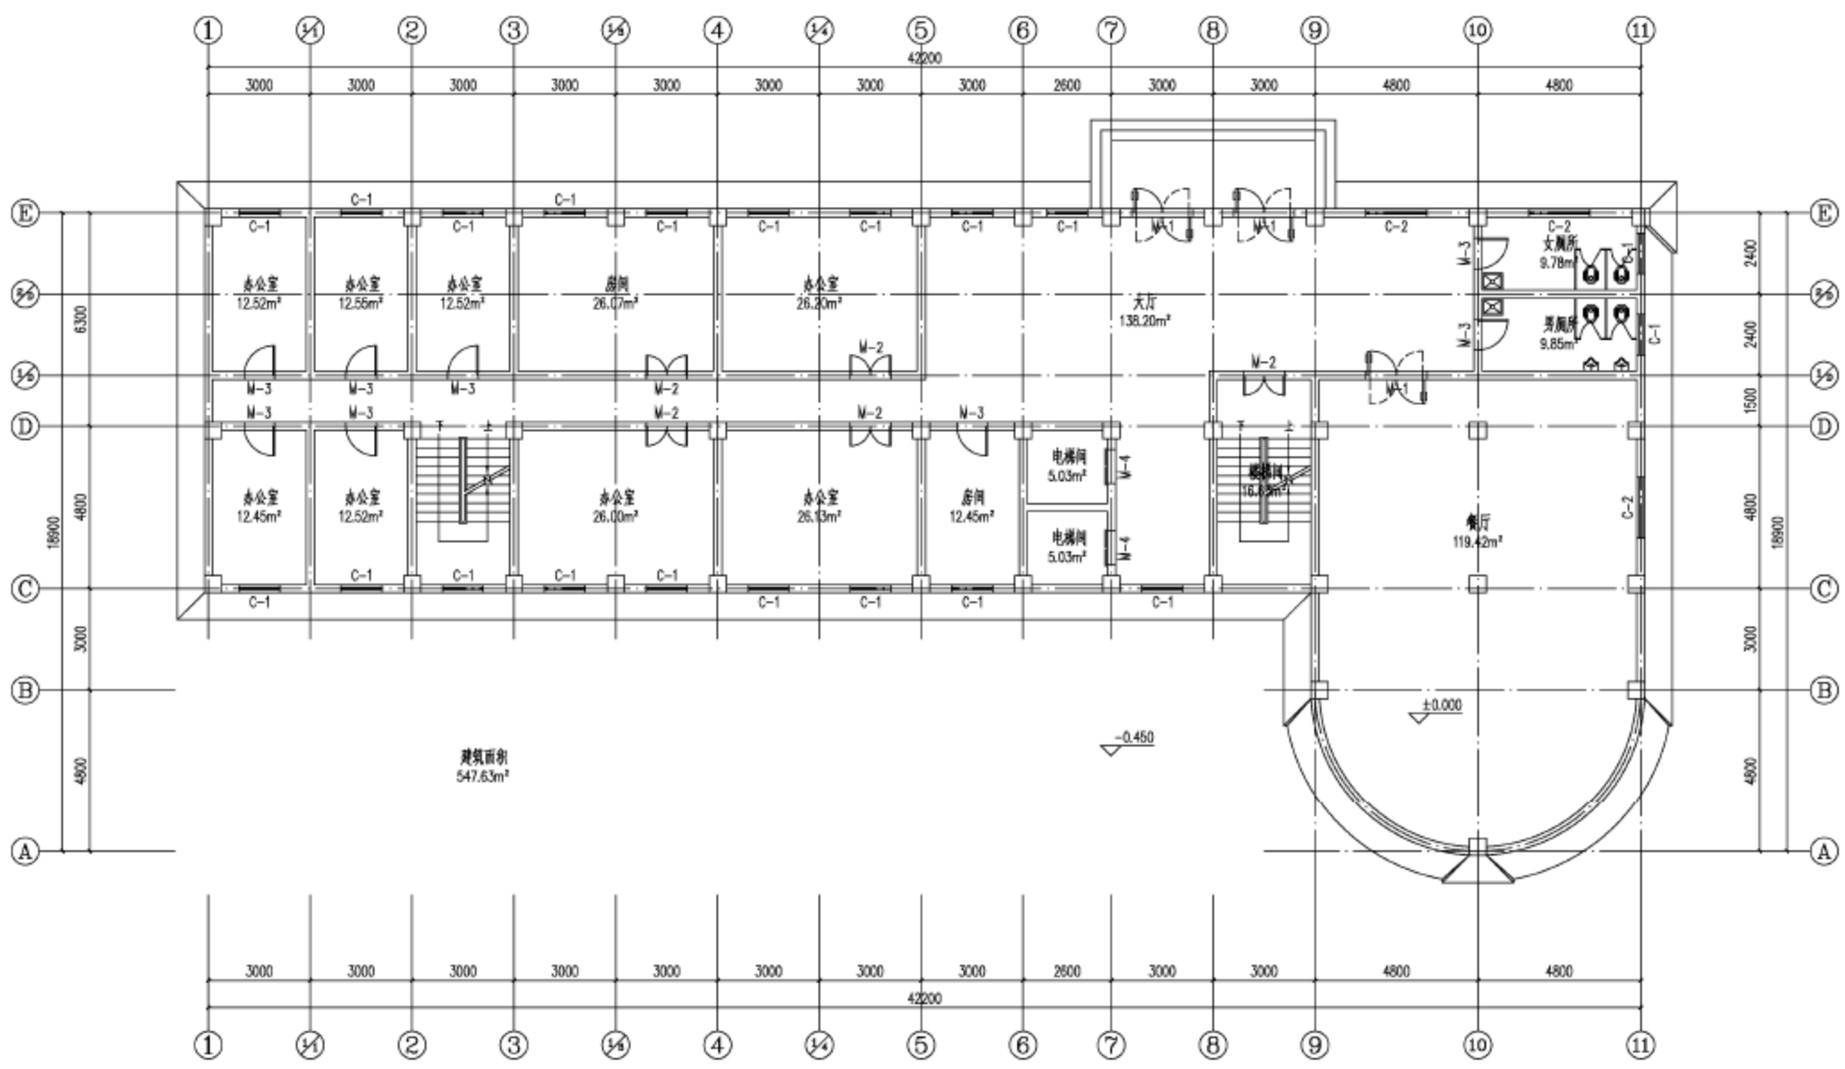

图 17-62　房间标注
绘制房屋的标注信息可以直接由天正软件自动绘制而成，比如室内面积、房间编号等，本例中只生成室内面积。生成的房间标注如图 17-62 所示。
(3) 通过在位编辑命令,双击需要修改名称的房间,直接修改名字。最终形成如图 17-62 所示的房间标注信息。